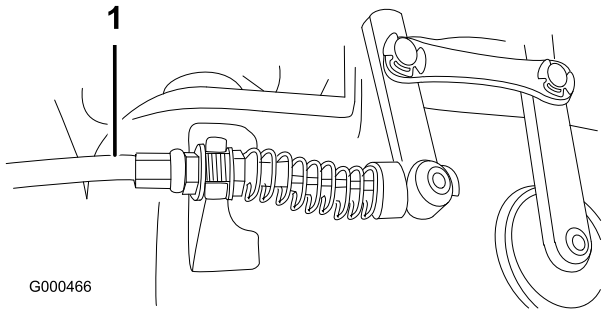

Figure 49
2. Pour accroître la tension du câble, desserrez l'écrou de blocage avant et serrez l'écrou de blocage arrière (situé sur le dessus du boîtier d'engrenages) (Figure 49) jusqu'à ce que la force du câble ajoute une force de 3,2 à 4,5 kg mesurée au bouton de commande.